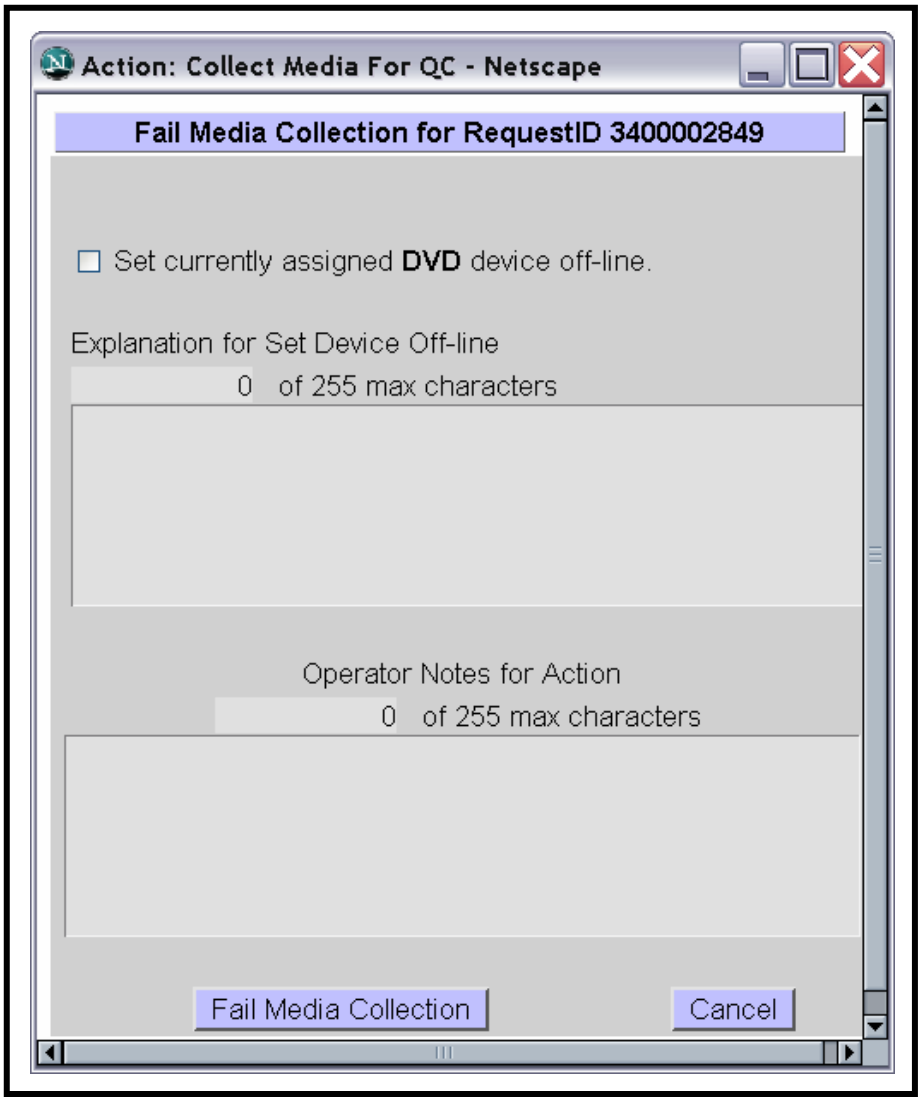

Figure 93. Fail Media Collection Page
The **Fail Media Collection** page (Figure 93) provides the full-capability operator with a means of indicating that the media collection or dismount failed. The full-capability operator has the option of annotating the action.
- A **Fail Media Collection** dialogue box (Figure 93) is displayed.